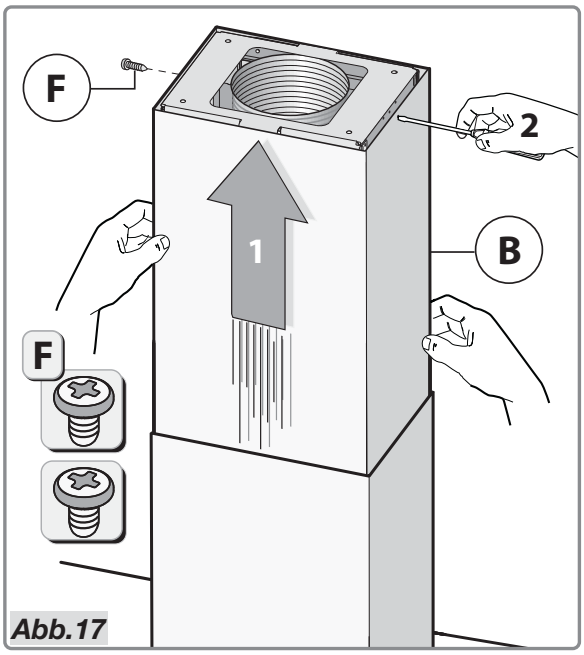

Abb.17
- Verbinden Sie den oberen Rauchabzug **B** mit der Konstruktion; dazu die zwei Schrauben **F** verwenden (Abb.17).